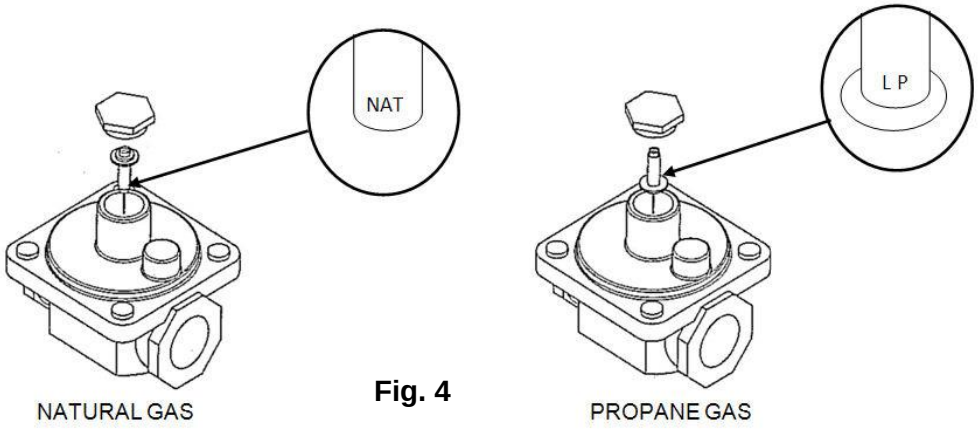

Fig. 4
2. Set the regulator to 10" W.C. by inverting regulator spring plug. See Fig. 4.